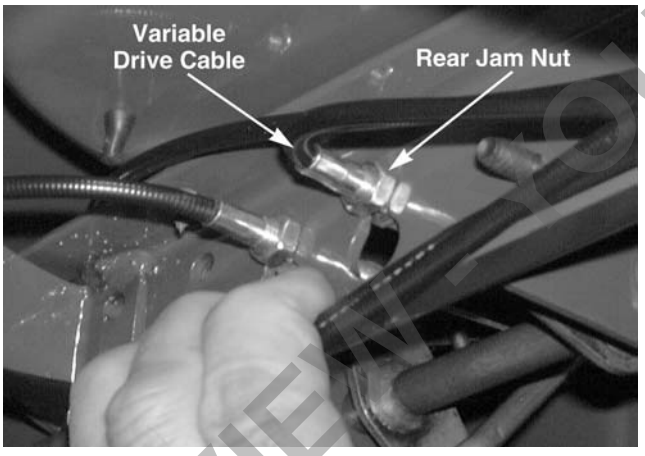

Figure 8-15.
6. Locate and loosen the variable drive cable adjustment jam nuts using two 1/2" wrenches. See Figures 8-15 and 8-16.
7. By hand, loosen the rear jam nut (closest to the deck) until it bottoms out on the threaded cable end. See Figure 8-15.
9. By hand, tighten the rear jam nut (clockwise) until it is snug up against the rear of the front channel assembly. See Figure 8-15.